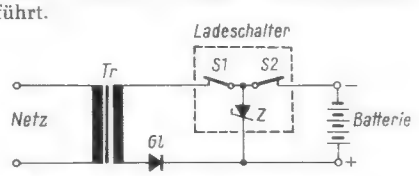
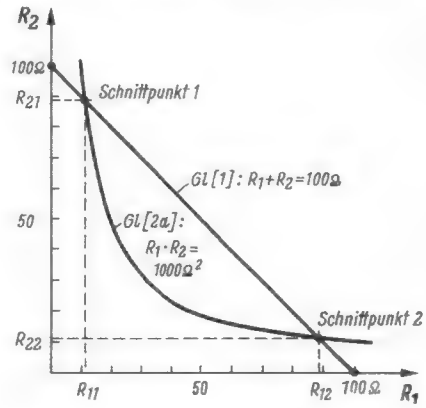

Bild 1. Prinzipschaltung eines Gerätes mit automatischem Ladeschalter
Bild 2. Die zeichnerische Lösung. R_1 und R_2 findet man in den Schnittpunkten der Kurven Gl (1) und (2)
Links: Bild 2. Schnitt durch den Ladeschalter nach Bild 1; B = Betätigungsknopf, T = Trennmesser, K = Kontakte, M = Magnet, P = ferromagnetisches Plättchen, Z = Zenerdiode, F = Druckfeder
Rechts: Bild 3. Seitlicher Schnitt durch den Ladeschalter, Bezeichnungen wie in Bild 2
Bild 1 stellt die Prinzipschaltung eines derartigen Gerätes dar. Sein wesentlicher Bestandteil wird von einem automatisch arbeitenden Ladeschalter gebildet. Der von Netztransformator Tr und Gleichrichter Gl gelieferte Ladestrom wird über die Kontakte S 1 und S 2 des mit der Zenerdiode Z ausgestatteten Ladeschalters der Batterie zugeführt. Eine entsprechende Auslegung des Netztransformators sorgt für den erforderlichen Abfall des Ladestromes bei Ansteigen der Ladespannung während der Ladezeit. Die Zenerdiode ist so gewählt, daß ihre Zenerspannung gleich der zulässigen Zellen-Endspannung der zu ladenden Batterie ist, bei einer dreizelligen Batterie z. B. 3 × 2,5 V = 7,5 V. Erreicht die Batterie gegen Ende der Ladung ihre Endspannung, dann wird die Zenerdiode leitend. Ein Teil des Ladestromes fließt als Zenerstrom durch die Diode und setzt sich dort in Wärmeenergie um. Dadurch tritt der Ladeschalter in Funktion, die Kontakte S 1 und S 2 werden geöffnet und der Ladestrom unterbrochen.
Eine im Heft 1/1964 gestellte Denksportaufgabe hieß die Zahlenwerte einer Widerstandskombination ermitteln, die an den Ausgangsklemmen in Serienschaltung $R_A = 100\ \Omega$, in Parallelschaltung $R_A = 10\ \Omega$ zeigte. *Bild 1* verdeutlicht noch einmal das Problem. Mathematisch gefaßt: Es ist ein System zweier linearer Gleichungen mit zwei Unbekannten (R_1 und R_2) zu lösen. Dazu gibt es bekanntlich verschiedene Verfahren, nämlich Einsetzungs-, Gleichsetzungs- und Additionsverfahren. Ihnen allen ist gemeinsam, auf rechnerischem Wege das System zurückzuführen auf *eine* Gleichung mit *einer* Unbekannten, die sich meist einfach bestimmen läßt. In unserem Fall führt das Einsetzungsverfahren wohl am schnellsten zum Ziele, und zwar zu einer quadratischen Gleichung.
Man kann sich in einem orthogonalen Koordinatensystem (mit den Achsen R_1 und R_2) die Gleichungen (1) und (2) als Kurven veranschaulichen. Das zeigt *Bild 2*. Gleichung (1) stellt eine Gerade dar, und Gleichung (2), deren Nenner noch mit $R_1 + R_2 =$ const. $= 100\ \Omega$ vereinfacht wurde, eine Hyperbel:
Der zweite Schnittpunkt der Kurven in Bild 2, und damit die Größe von $R_{1\,1}$ und $R_{2\,1}$ ergibt sich analog durch Einsetzen in Gleichung (1) und Korrigieren mit Gleichung (2a).
Bis hierher bietet unsere Denksportaufgabe wenig Aufregendes, sie läßt sich eher dem elementaren Bodenturnen zuordnen. Was aber geschieht, wird der weniger trainierte Leser fragen, wenn sich die Kurven in Bild 2 nicht berühren oder schneiden? Heißt das, die Schaltung sei nicht existent? Keineswegs – das heißt lediglich, daß die Gleichung (4) keine reellen Wurzeln besitzt. Das grafische Verfahren versagt hier seinen Dienst, denn es liefert eben nur diese reellen Wurzeln.